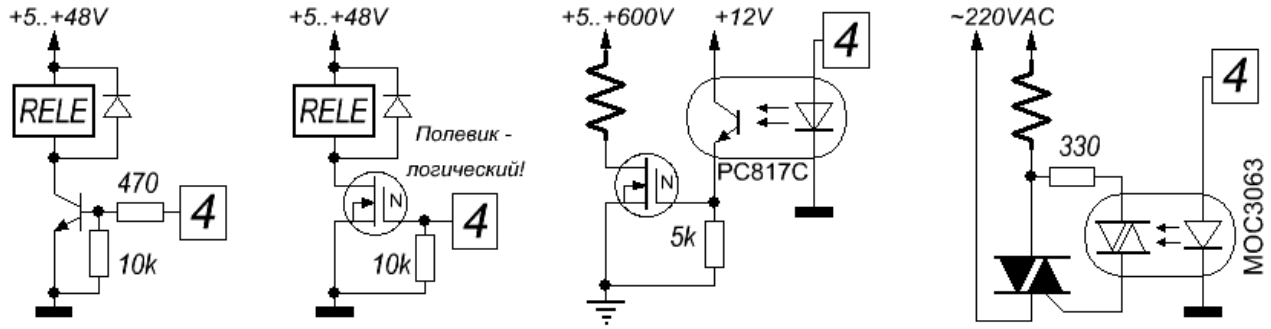

Рис.2 Варианты подключения нагревателей к выходу управления
3. На рис.2 показаны варианты схемотехники выходных коммутаторов.